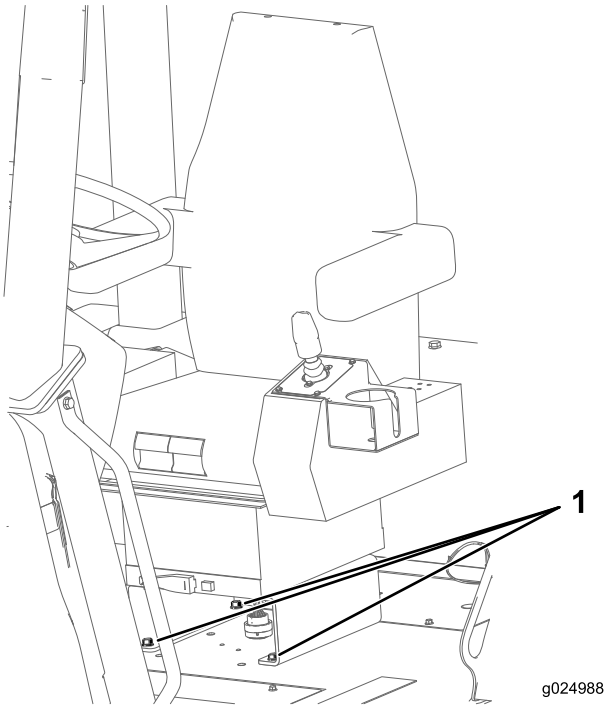

Figura 112
1. Verifique se os parafusos de fixação do banco ao chassi da máquina estão apertados com torque de 27 a 34 N·m (20 a 25 pol.-lb); consulte a Figura 112.